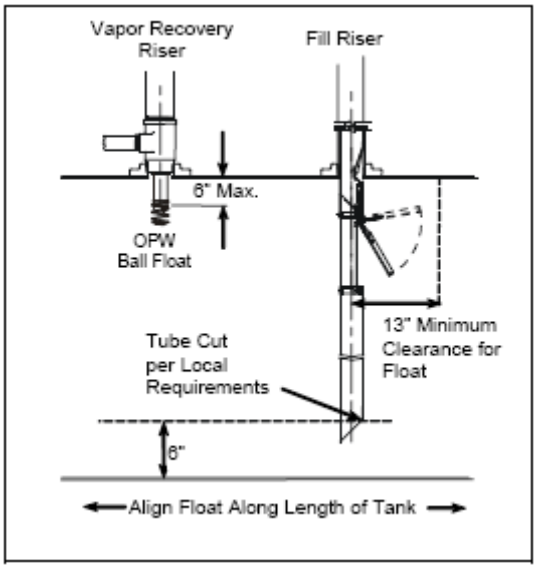

Figure 16
Measuring from the underside of the inlet tube flange, mark the overall length of the drop tube a distance of (B) minus 6" or as per local codes or requirements. Determine dimension (B) from the measurements taken in Step 1, Figure 1 (Top of the Face Seal Adaptor below the drain valve outlet in the spill container to the bot- tom of the tank). Saw off the excess tube at a 45- degree angle, and file off any sharp burrs (Refer to Figure 16). Optional: Install the OPW Tank Bottom Protector on the lower tube (Refer to Installation instructions supplied with the Tank Bottom Protector).